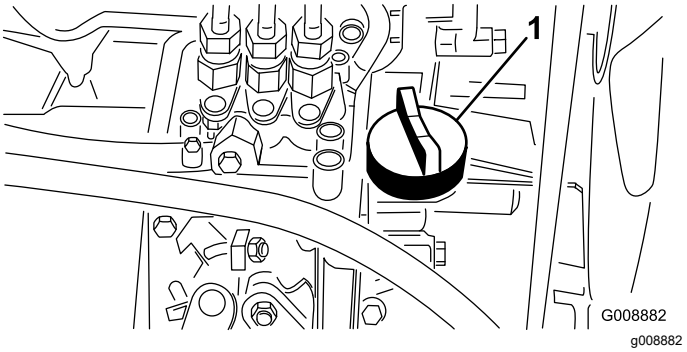

Figuur 60
4. Als het oliepeil te laag is, verwijdert u de vuldop (Figuur 60) en vult u bij met kleine hoeveelheden olie totdat het oliepeil de Vol-markering op de peilstok bereikt. Vul de olie langzaam bij en controleer daarbij veelvuldig het peil.